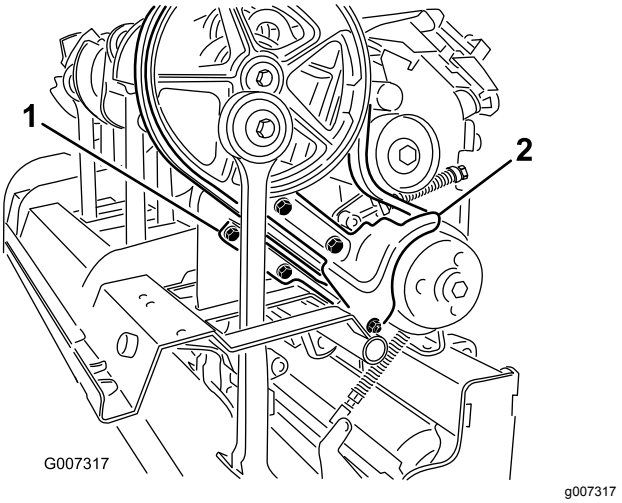

**Figur 37**
3. Ta bort fästelementen som håller smutsskyddet och det nedre remskyddet på plats (Figur 37). Ta bort smutsskyddet och det nedre remskyddet.